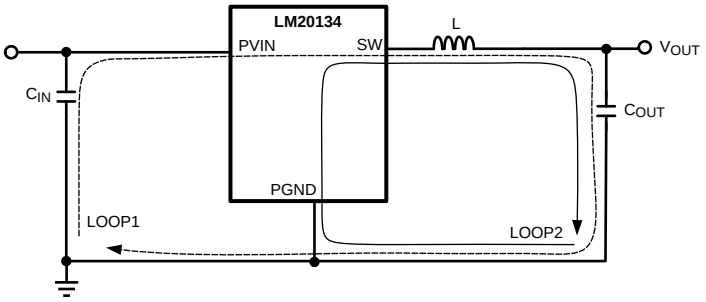

Figure 36. Schematic of LM20134 Highlighting Layout Sensitive Nodes
1. Minimize area of switched current loops. In a buck regulator there are two loops where currents are switched very fast. The first loop starts from the input capacitor, to the regulator VIN pin, to the regulator SW pin, to the inductor then out to the output capacitor and load. The second loop starts from the output capacitor ground, to the regulator PGND pins, to the inductor and then out to the load (see Figure 36). To minimize both loop areas the input capacitor should be placed as close as possible to the PVIN pin. Grounding for both the input and output capacitor should consist of a small localized top side plane that connects to PGND and the die attach pad (DAP). The inductor should be placed as close as possible to the SW pin and output capacitor.